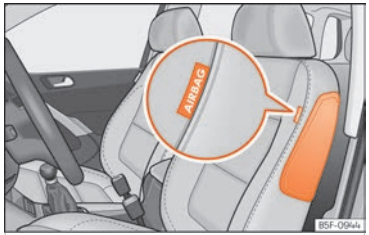
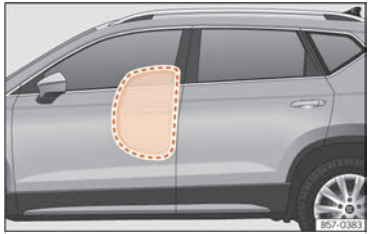

Fig. 28 Side airbag in driver's seat.
Fig. 29 Illustration of completely inflated side airbag on the left side of the vehicle.
The side airbags are located in the front seat backrests ››› Fig. 28 , ››› Fig. 29.
- Ensure that children are correctly seated in their seats and that their heads are not in the deployment zone of the side airbags ››› Fig. 29, as deploying airbags could hit them and cause serious injury.